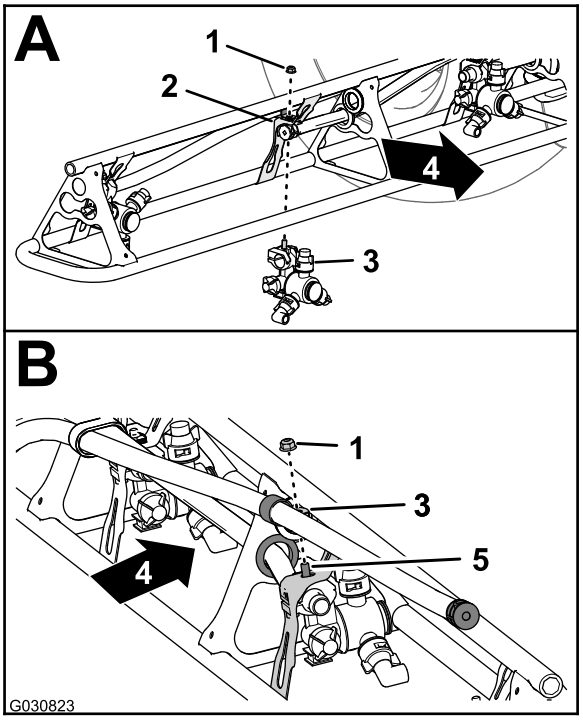

Figur 144
- Vid munstycksläge 1 och 4 monterar du sprutmunstycket på munstycksfästet (A i Figur 144) med flänslåsmuttern (5/16 tum) som du tog bort i steg 2 i Ta bort sprutmunstyckena från de yttre sprutrampssektionerna (sida 60).
- Vid munstycksläge 2 och 3 monterar du sprutmunstycket på munstycksfästet (A och B i Figur 144) med flänslåsmuttern (5/16 tum) som du tog bort i steg 2 i Montera sprutmunstyckena på de yttre sprutrampssektionerna (sida 66).